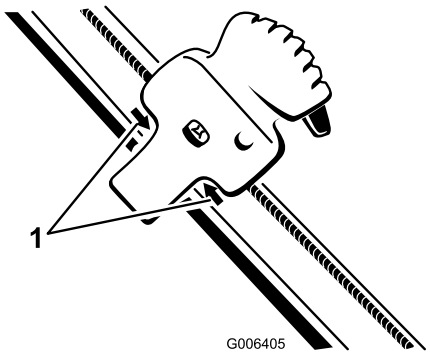

Рисунок 39
2. Установите устройство управления Quick Shoot между двумя стрелками, находящимися на правой стороне верхней рукоятки (Рисунок 39).